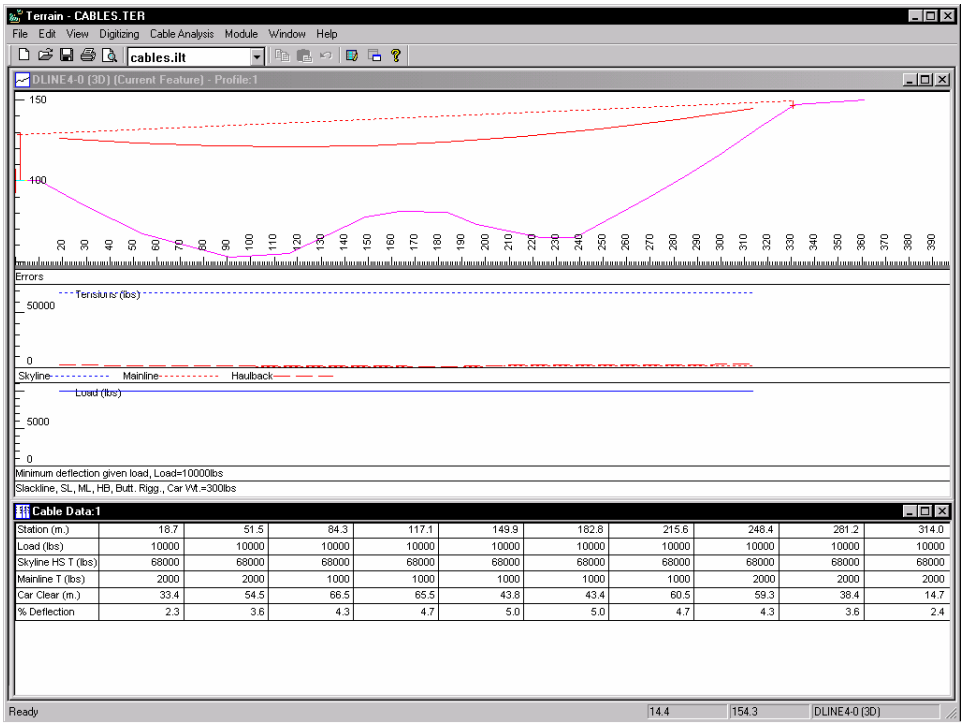

Figure 14.4 Deflection analysis with Minimum deflection given load.
9. Cable Analysis | Calculation Parameters, select the *Minimum deflection given load* option. Press OK. The screen should now appear similar to Figure 14.4.